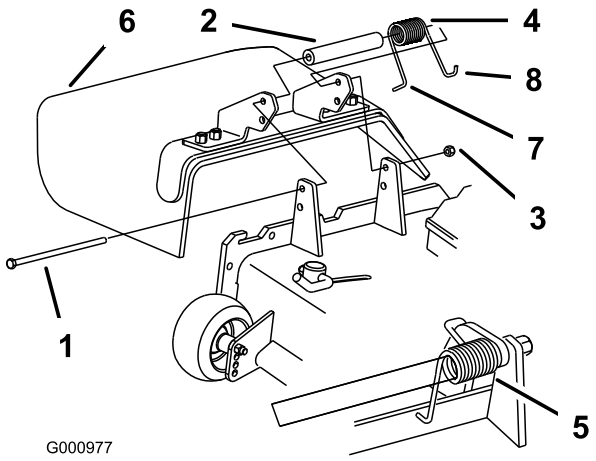

Figur 89
1. Ta bort låsmuttern, bulten, fjädern och distansbrickan som håller fast gräsriktaren på tappfästena (Figur 89). Demontera den skadade eller slitna gräsriktaren.
Obs: Se till att fjäderns L-formade ände sitter bakom däckkanten innan du monterar bulten i enlighet med Figur 89.
3. Montera bulten och muttern. Placera fjäderns **J**-formade ände runt gräsriktaren (Figur 89).